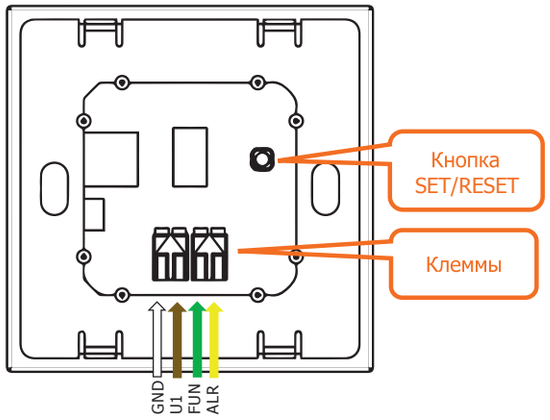

Рис. 3. Обратная сторона радиоприемника
- Нажмите и удерживайте кнопку SET/RESET (1-2 секунды) до момента, когда начнет мигать светодиод « ⏻ ». Кнопка SET/RESET располагается на плате с обратной стороны радиоприемника (см. рис. 3). Радиоприемник готов к ознакомлению (регистрации) с новым радиодатчиком и (или) радиопультом.
Предназначен для сброса всех ранее установленных настроек. Режим используется для очистки памяти от зарегистрированных в радиоприемнике радиодатчиков и радиопультов. Режим инициируется продолжительным нажатием кнопки SET/RESET до одновременного включения светодиодов (1,2,3,4,5,6,7,8,9,10) и звукового сигнала. После выполнения этого режима, радиоприемник автоматически переходит в режим (SET) ознакомления (регистрации) с радиодатчиком или радиопультом. Кнопка SET/RESET располагается на плате с обратной стороны радиоприемника (см. рис.3).